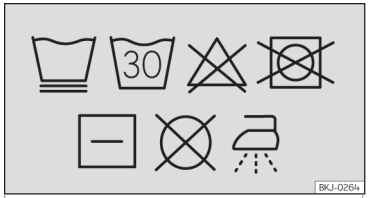

Fig. 154 Etiqueta nas capas: símbolos de instruções de lavagem
- **Instruções de lavagem das capas amovíveis ››› Fig. 154:**